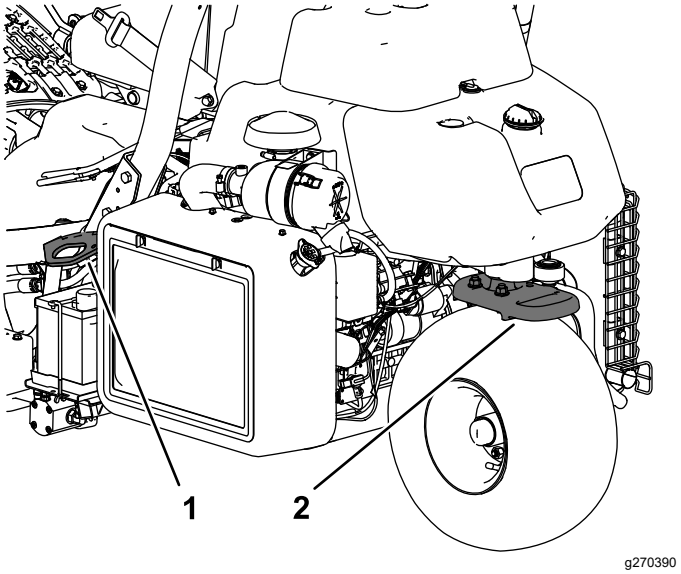

Figuur 30
- Zet de machine goed vast met spanbanden, kettingen, kabels of touwen. Zowel de voorste als de achterste spanband moet naar beneden en naar de buitenkant van de machine lopen (Figuur 30).